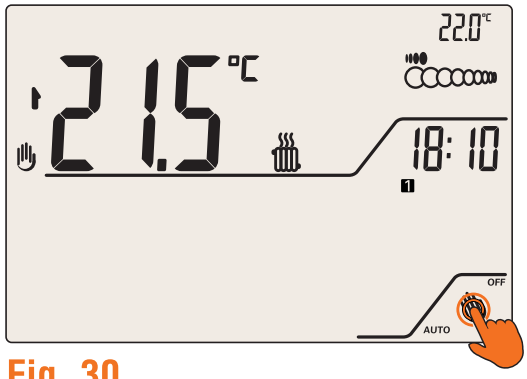
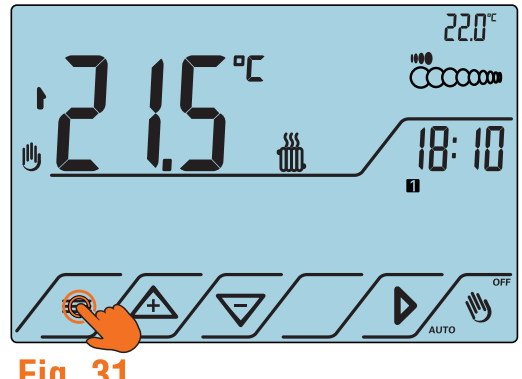

Fig. 30
Fig. 31
1. Attivare il cronotermostato premendo il tasto AUTO OFF (Fig.30). Il display si illuminerà, mostrando le icone dei comandi touch (Fig.31).
2. Premere il tasto ≡ per accedere al menu (Fig.31).